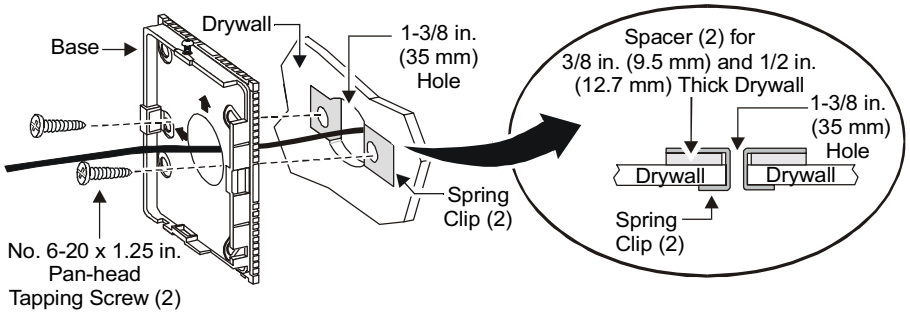

Figure 6: Surface Mounting to Drywall
To mount the surface model to drywall, refer to Figure 6 and proceed as follows:
4. Insert the spring clips on each side of the drilled 1-3/8 in. (35 mm) hole, and use the spacers if needed as shown in Figure 6. Do not use the spacers for 5/8 in. (16 mm) drywall.
6. Center the two holes in the base over the two drilled holes, and fasten the base to the drywall using the No. 6 screws provided. (See Figure 6.)